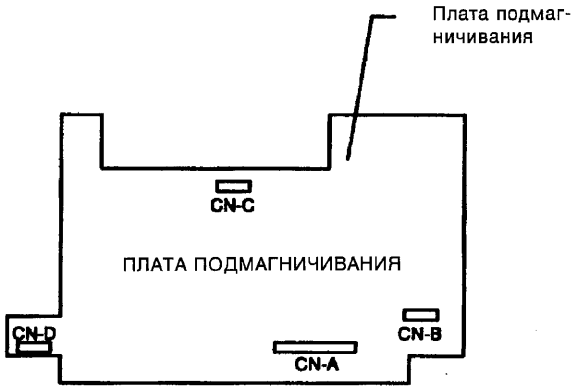

Рисунок 1. Настройка напряжения подмагничивания.
2. (Рисунок 1): Регулируйте VR301 на плате подмагничивания до тех пор, пока показание прибора не попадет в интервал от -247 до -253 В.